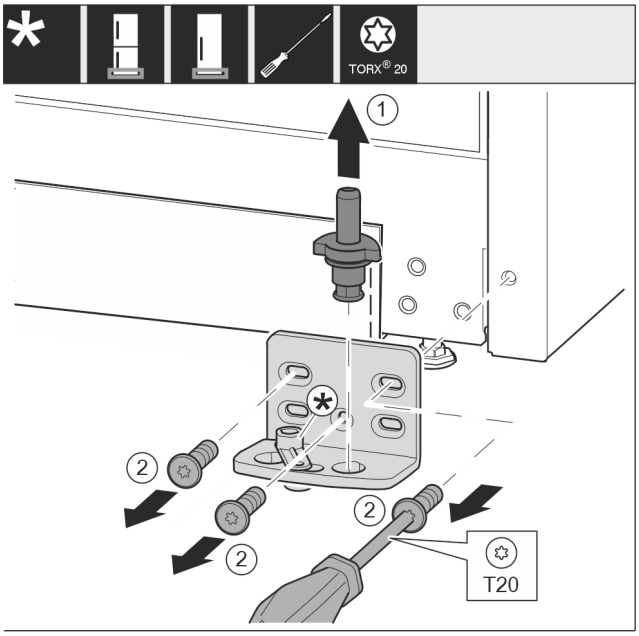

Fig. 17
▶ Pull the bearing bolt *Fig. 17 (1)* out upwards completely.
▶ Use screwdriver to unscrew the screws *Fig. 17 (2)* and remove the swap bearing block.